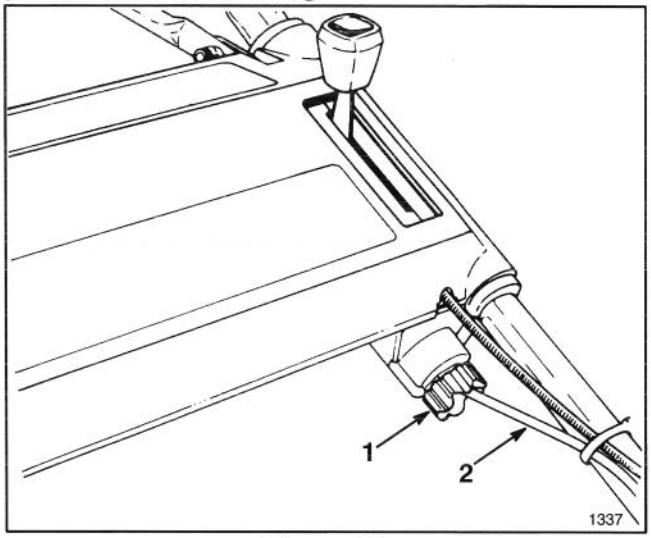

Figure 19
2. Rotate adjustment knob (Fig. 19) 1/2 turn clockwise to tighten drive belt or 1/2 turn counterclockwise to loosen belt. Hold control cable while rotating to prevent cable from turning.